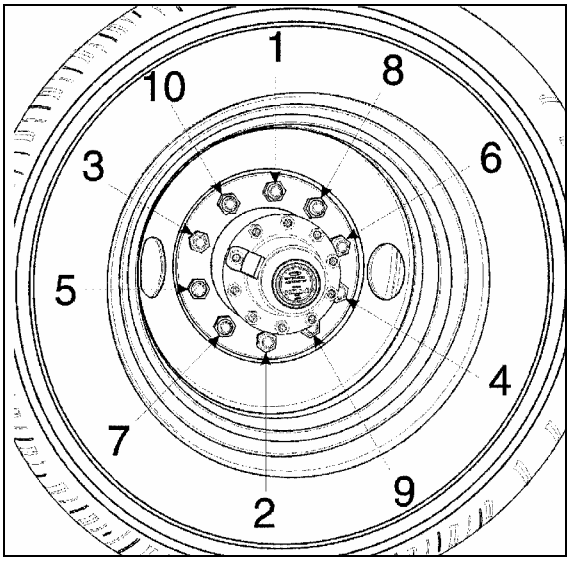

FIGURE 2: TIGHTENING SEQUENCE 13018
It is also important that wheel stud nuts be tightened alternately on opposite sides of the wheel. Refer to Figure 2 for the suggested tightening sequence.
Tighten stud nuts progressively as shown in Figure 2. The final tightening should be done with a torque wrench. Tighten stud nuts to 450 - 500 lbf·ft (610 - 680 N·m) for aluminum as well as steel wheels.
2. Screw in the hex stud nuts (refer to Figure 2 for sequence) so that wheel will position itself concentrically with hub. This is important, otherwise wheel may be eccentric with hub and will not run straight. In this initial step, slightly tighten the nuts to correctly position the wheel;
3. Tighten stud nuts progressively as shown in Figure 2. The final tightening should be done with a torque wrench. Tighten stud nuts to 450 - 500 lbf·ft (610 - 680 N·m) for aluminum as well as steel wheel.